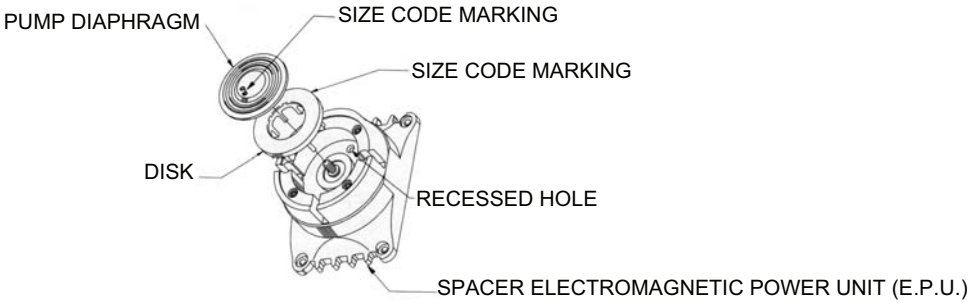

Figure 11. Pump Diaphragm Removed from Pump Head Spacer.
f. Remove the pump diaphragm from the spacer by carefully grasping the outer edge of the diaphragm and turning it counter-clockwise (see Figure 11).
2. Install the new pump diaphragm as follows (see Figure 11):